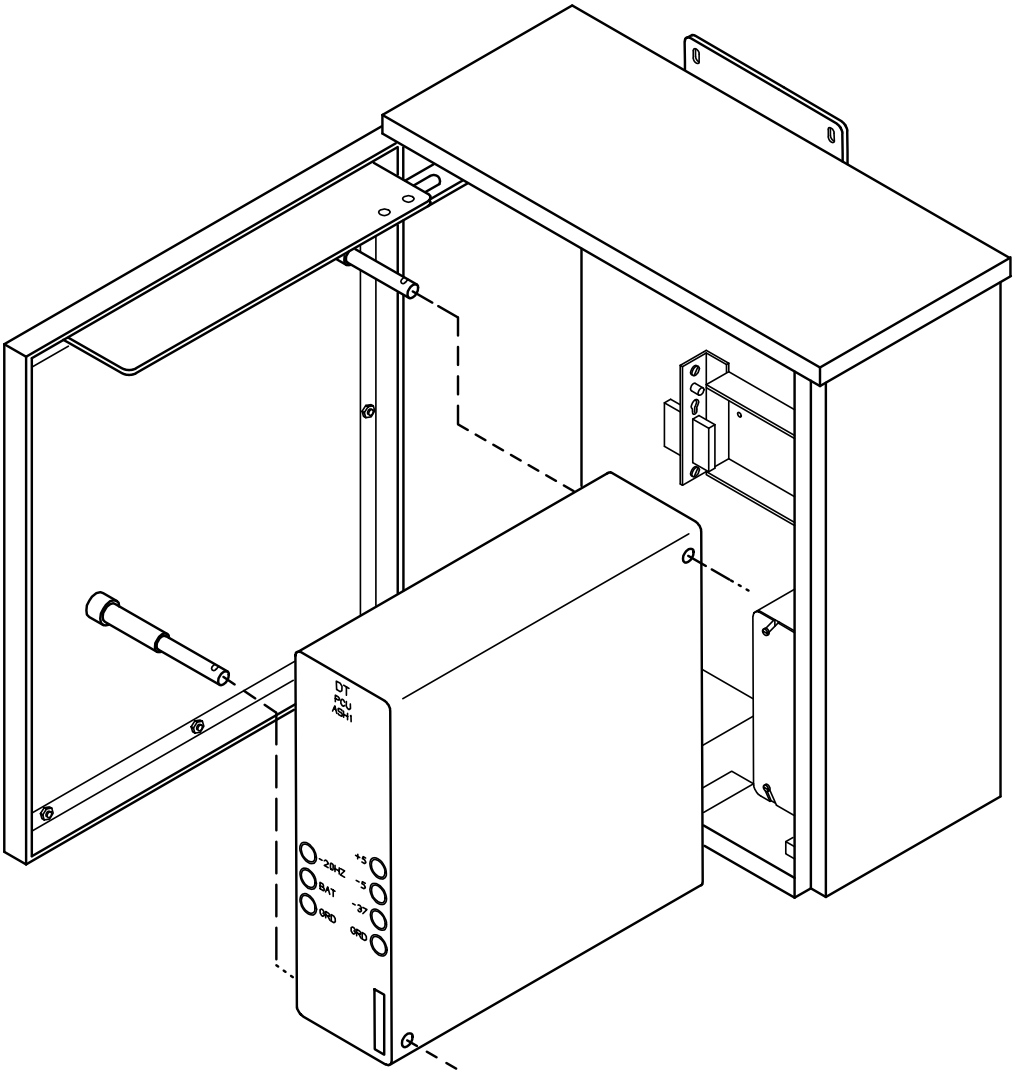

**Figure 1 – Installation of PCU in 900A1, 900A2, or 900A3 DT Closure**
2. Align holes on side of PCU board with stand off pins located on inside of 900A1, 900A2, or 900A3 DT closure door (Figure 1) and slide PCU board onto pins.